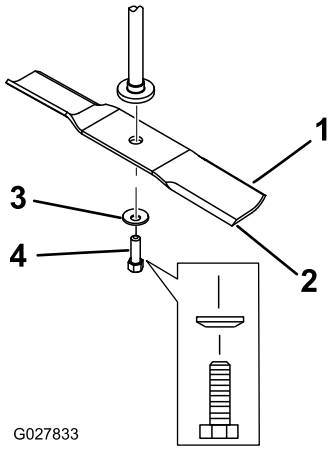

Rysunek 64
2. Odkręć śrubę ostrza, podkładkę wygiętą i zdejmij ostrze z wału wrzeciona (Rysunek 64).
1. Zamontuj ostrze na wale wrzeciona (Rysunek 64).
2. Załóż podkładkę falistą (stroną wypukłą do ostrza) i wkręć śrubę ostrza (Rysunek 64).